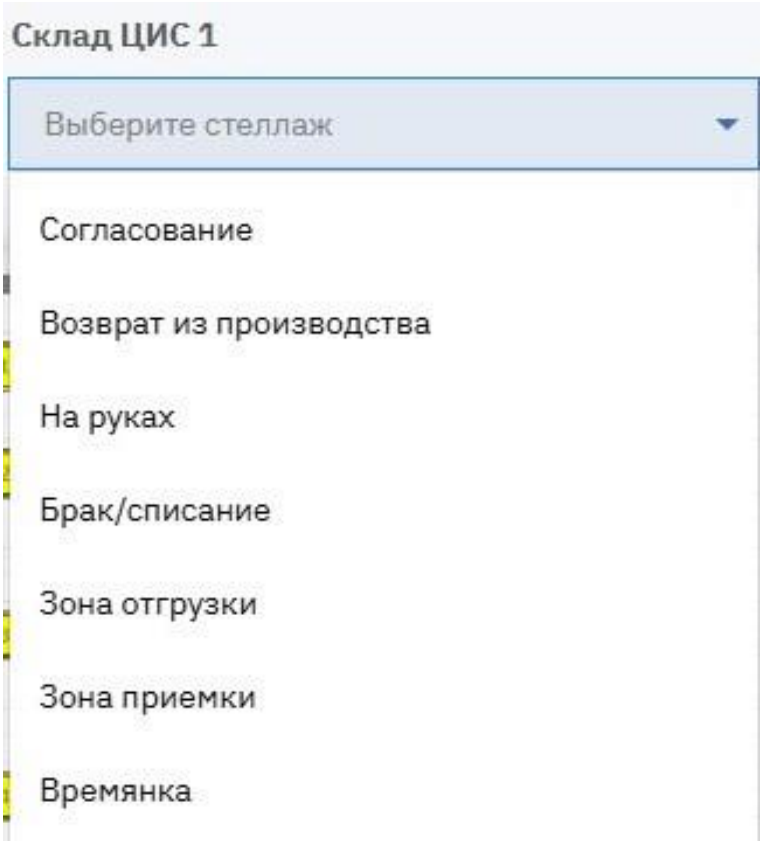
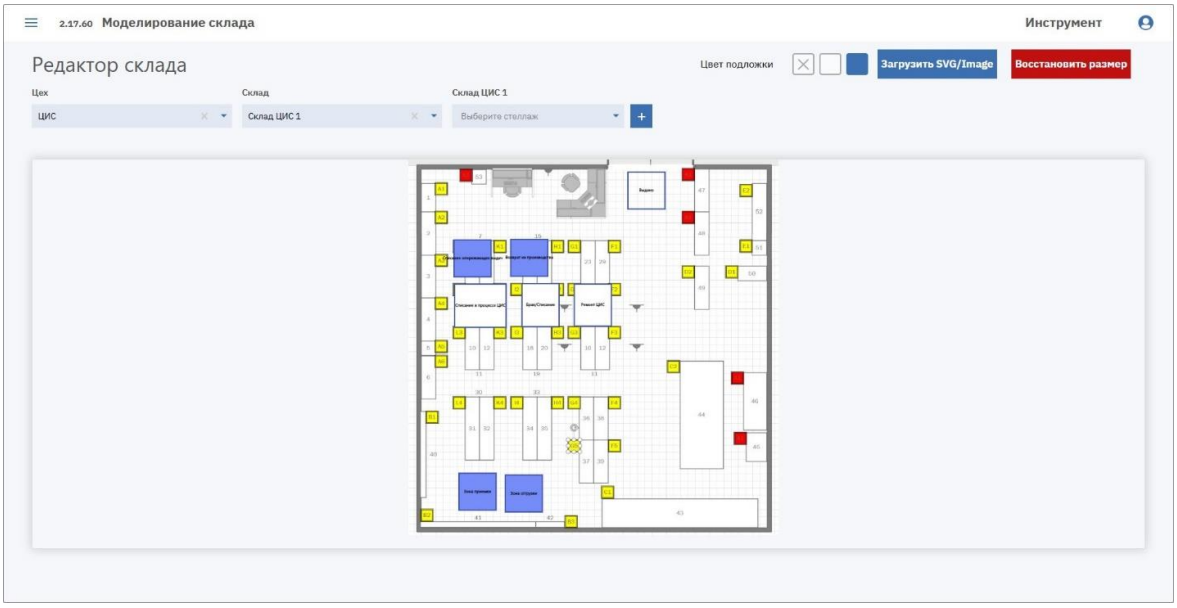

Рисунок 46. Выбор стеллажа
Рисунок 47. Стеллажи нанесены на подложку
4. В поле «Выберите стеллаж» поочередно выберите стеллажи склада (см. Рисунок 46). Выбранный стеллаж отображается на подложке прямоугольником; задайте мышью его размеры и перетащите на место расположения (см. Рисунок 47).